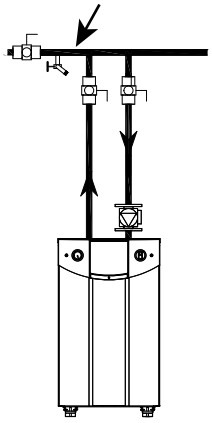

Fig. 91 – Mounting Location for System Sensor
1. Install the System sensor at the location shown in Fig. 91. Connect the System sensor to the System terminals on the controller acting as the Lead/Lag Master (usually the Primary controller on Boiler 1.) Use terminals 3 and 4 on TB6.
When you set up the Outdoor Reset feature, you can set the "turning points" on the adjusted setpoint curve. If you go back to Fig. 91, the Outdoor Reset screen, you see that the system records these values:
If the outdoor temperature reaches this value or above, the system will use the Low Water Temp value as the setpoint. In the example shown in Fig. 91, the Max. Outdoor Temp. is set to 70°F. If the outdoor temperature is 70°F or above, the system will use 100°F (the Low Water Temp.) as the setpoint.
If the outdoor temperature reaches this value or below, the system will not compensate for the outdoor temperature. In the example shown in Fig. 91, the Min. Outdoor Temp. is set to 32°F. If the outdoor temperature reaches 32°F or below, the system will use the normal Lead/Lag System setpoint (120°F in this example).
If the outdoor temperature reaches the Max. Outdoor Temp. or higher, the system will use the Low Water Temp value as the new setpoint. In the example shown in Fig. 91, the Max. Outdoor Temp. is set to 70°F. If the outdoor temperature reaches 70°F or above, the system will use the Low Water Temp. value (100°F) as the setpoint.